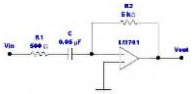

Рис.2
9.Почему схема на рис. 2 является дифференцирующим каскадом?